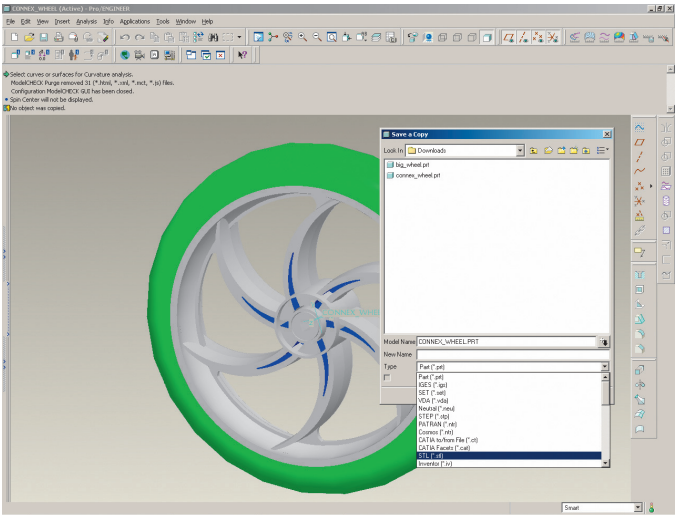

Figure 17: Saving a part as an STL file
3. From the *Type* pull-down menu, select **STL** (see Figure 17).